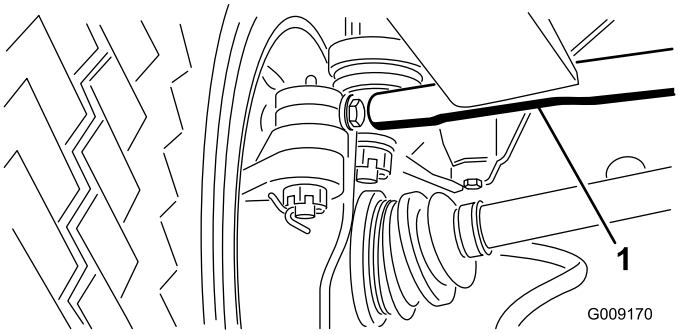

Figuur 58
- Draai op het rechter voorwiel de contramoeren aan beide uiteinden van de spoorstangen los (Figuur 58).